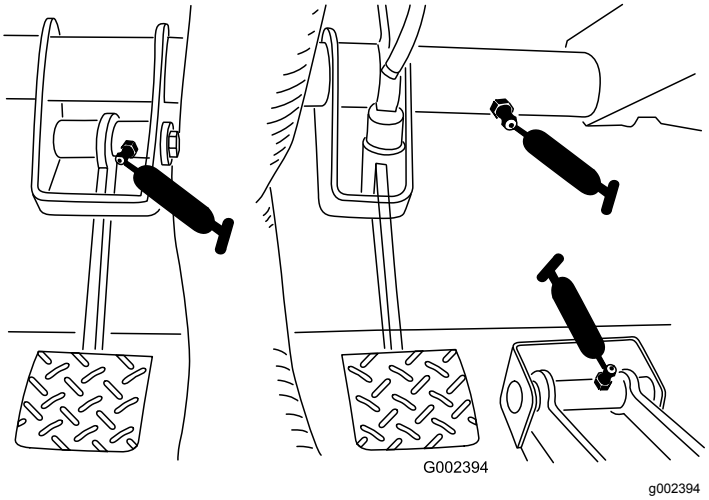

Bild 31
- **Kupplung (1)**, siehe Bild 31
- **Gaspedal (1)**, siehe Bild 31
- **Bremse (1)**, siehe Bild 31